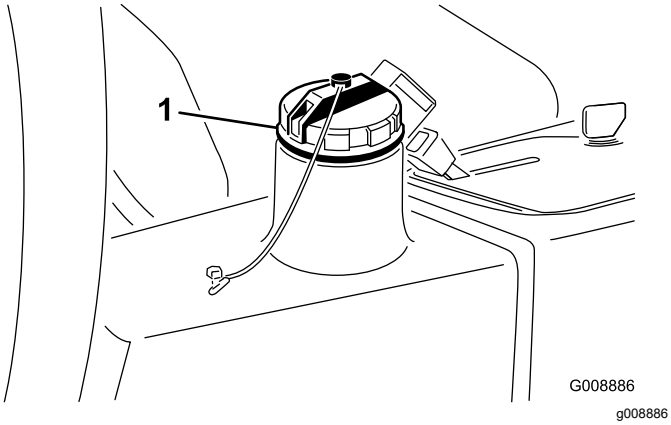

Figur 80
4. Fyll beholderen (Figur 80) med omtrent 13,2 liter hydraulisk olje. Se Kontrollere det hydrauliske systemet (side 24).